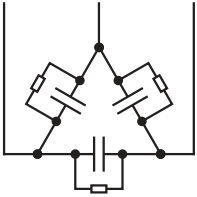

Рис. 1 - Электрическая принципиальная схема
1.2 Трёхфазные конденсаторы состоят из трёх ёмкостных элементов, соединённых по схеме «треугольник» (рисунок 1).